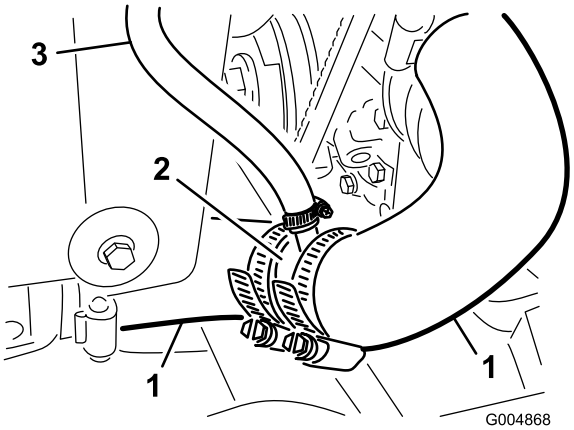
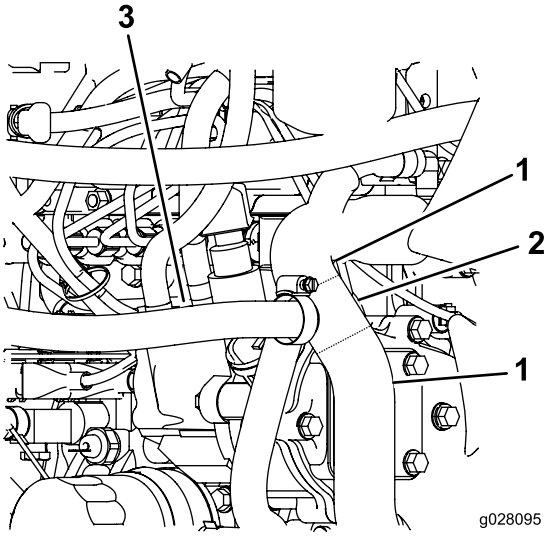

Figur 12
Figur 13
10. Monter T-fittingen på slangerne, og fastgør den med slangeklemmerne som vist i Figur 12 og Figur 13.
11. Tilslut den løse ende på returslangen til den nye T-fitting på kølerslangen (Figur 12).